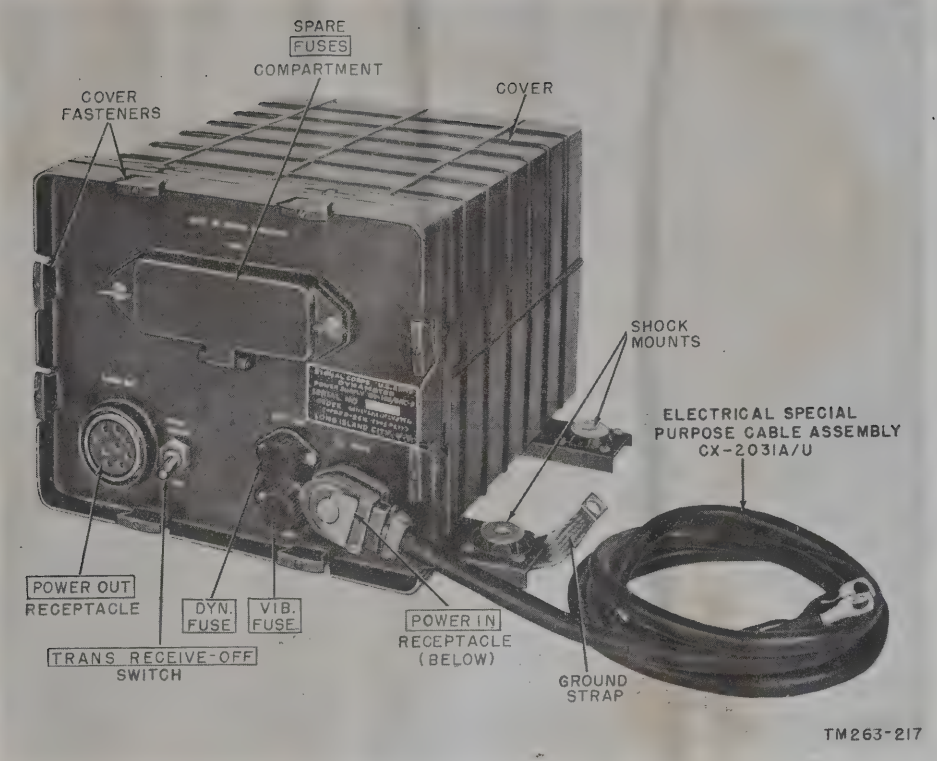

Figure 12. Dynamotor-Power Supply DY–105/GRC–9X.
13. Dynamotor-Power Supply DY–105/GRC–9X (fig. 12)